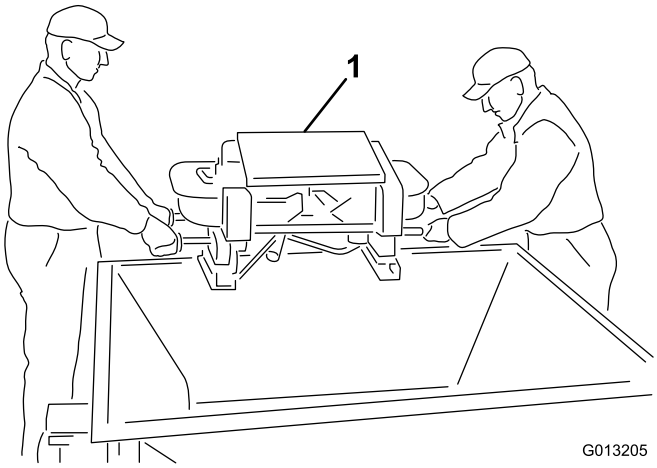

Figur 5
4. För det här steget krävs två personer. Lyft ut dubbelspridaren ur tråget med hjälp av dubbelspridarens handtag. Ställ dubbelspridaren på marken (Figur 5).